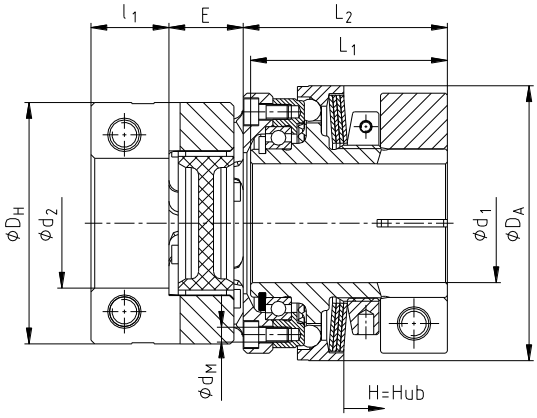

Bild 13: Kupplungseinbau
- Verschieben Sie die Aggregate in axiale Richtung, bis das E-Maß erreicht ist (siehe Bild 13, Tabelle 3).